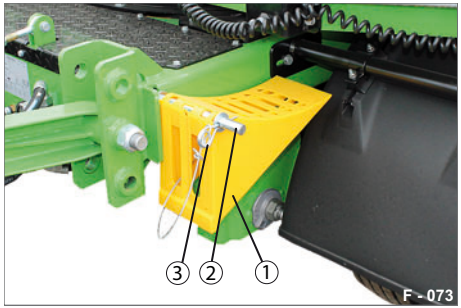

Abb. 101 Unterlegkeil auf Haltebolzen
▶ Ziehen Sie den Federstecker (Abb. 101/3) heraus. Entnehmen Sie die Scheibe.
▶ Nehmen Sie den Unterlegkeil (Abb. 101/1) heraus.
▶ Stecken Sie den Unterlegkeil auf den Haltebolzen (Abb. 101/2).
▶ Sichern Sie den Unterlegkeil mit dem Federstecker (Abb. 101/3) und Scheibe.